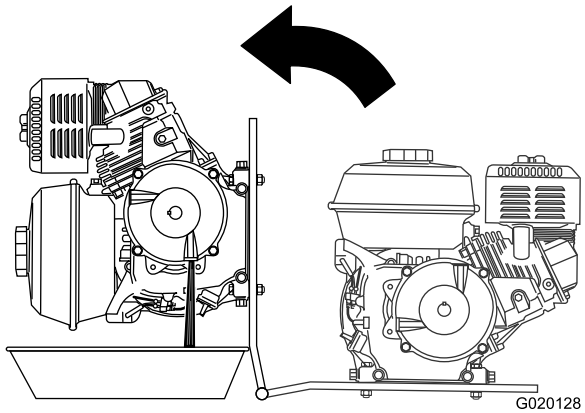

Figure 67
5. Placez un bac de vidange sous la charnière du plancher moteur (Figure 67).
6. Faites pivoter le moteur sur le côté charnière du plancher moteur et vidangez l'huile du carter réducteur (Figure 67).